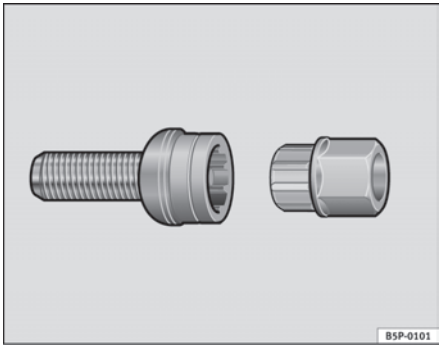

Fig. 160 Anti-theft wheel bolt
– Insert the adapter onto the wheel bolt and push it on as far as it will go ⇒ page 232, fig. 160.